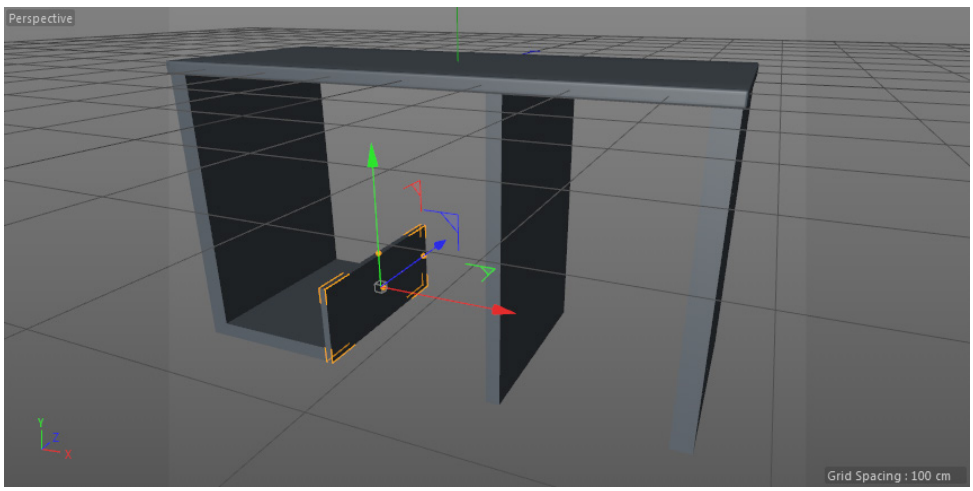

Figure 3-21 *Cube aligned in the Perspective viewport*
7. Align *Cube* in the Perspective viewport, as shown in Figure 3-21.